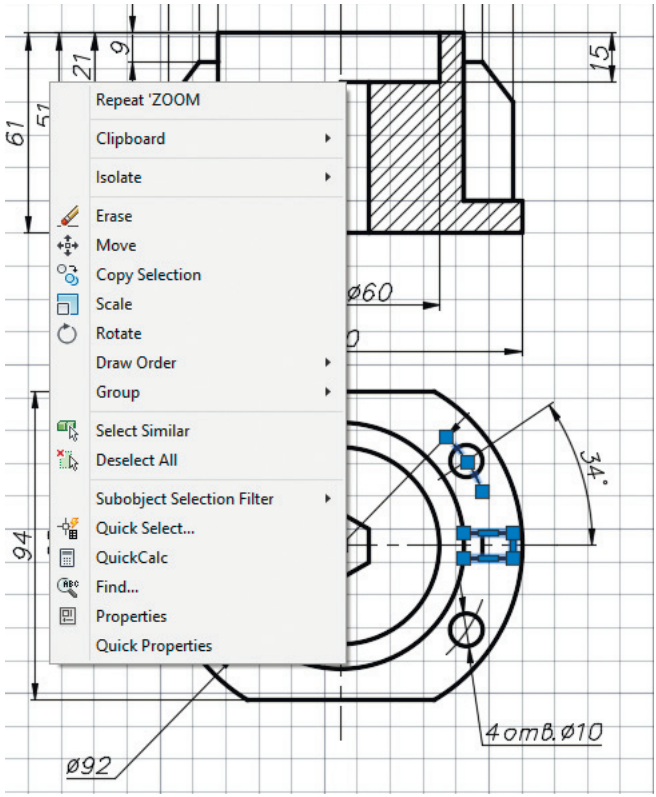

Рис. 2.18. Контекстное меню редактирования
- *редактирование* – вызывается при выбранном одном или нескольких объектах и отсутствии активных команд. Объединяет функции, предназначенные для редактирования объектов. Набор функций может изменяться в зависимости от типа выбранного объекта (рис. 2.18);